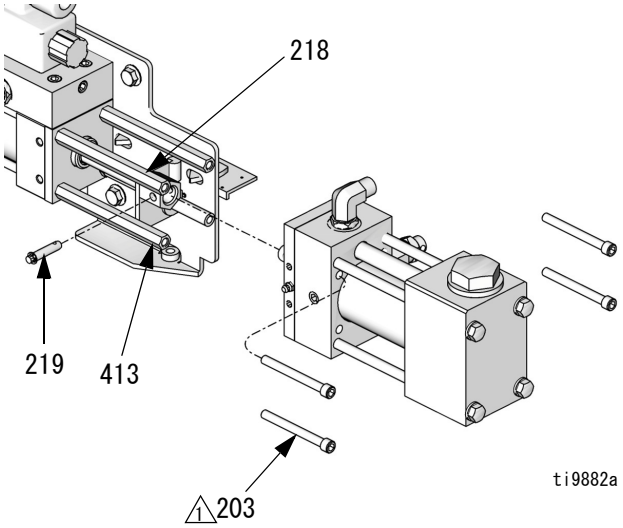

**図 2. プロポーショニングポンプ B 側**
7. 図 2 を参照してください。B（樹脂）側のポンプインレットとアウトレットのホースを外します。ピン（219）をクレビス（218）から外し、ポンプを油圧シリンダ（201）から切り離します。ポンプをスペーサ（413）に保持する 4 本のネジ（203）を外します。ポンプアセンブリを作業台に移動します。